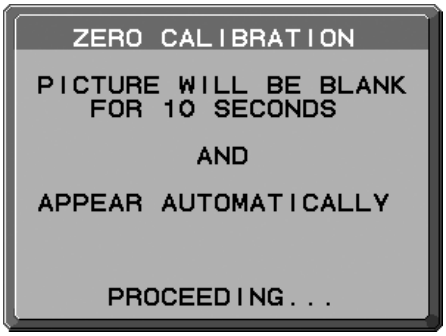

**Рисунок A.3**
При выполнении автономной калибровки появится окно сообщений (**Рисунок A.3**) и экран потемнеет примерно на 10 секунд. Затем автоматически начнётся КАЛИБРОВКА НУЛЯ.
**ПРИМЕЧАНИЕ.** При выполнении автономной калибровки появится окно сообщений (**Рисунок A.3**), и экран примерно на 10 секунд потемнеет. Это - не неисправность.